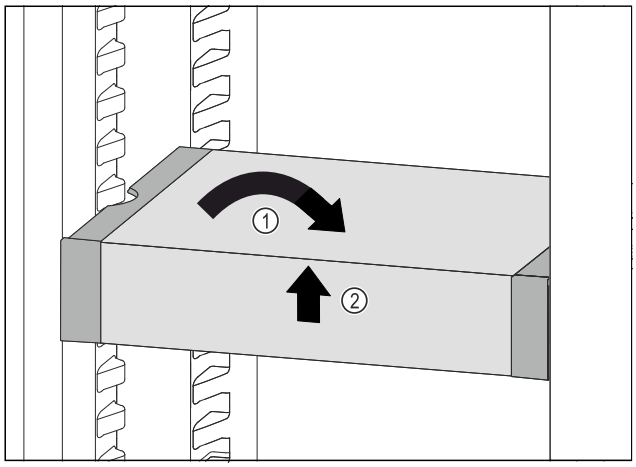

*Fig. 105*
▶ Poziționați drept VarioSafe. *Fig. 105 (1)*
▶ Ridicați în față VarioSafe. *Fig. 105 (2)*